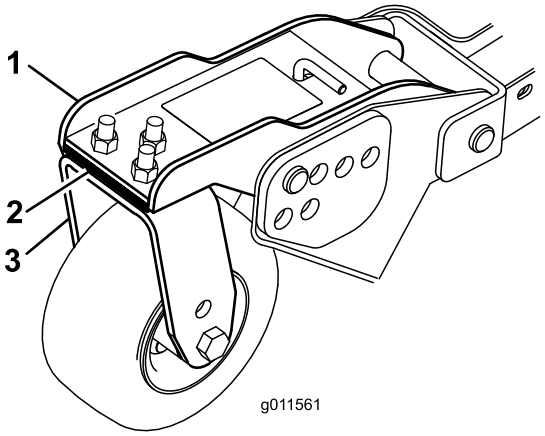

Figuur 75
1. Verwijder de tapschroeven en moeren waarmee de voorste zwenkwielarm is bevestigd aan de zwenkwielvork (Figuur 75).